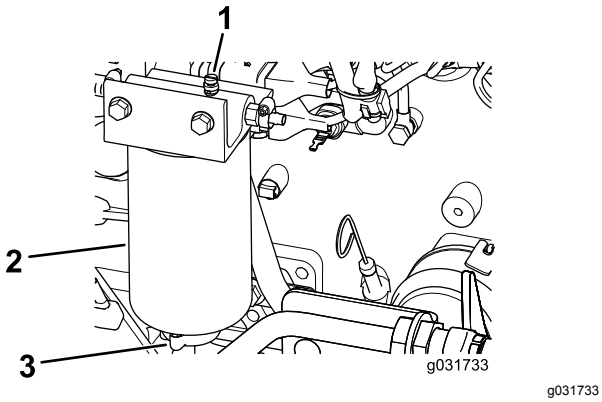

**Figur 105**
2. Løsn aftapningsventilen i bunden af filteret (Figur 105).
2. Dræn noget af brændstoffet ved at løsne udluftningsproppen og åbne aftapningsproppen (Figur 105).